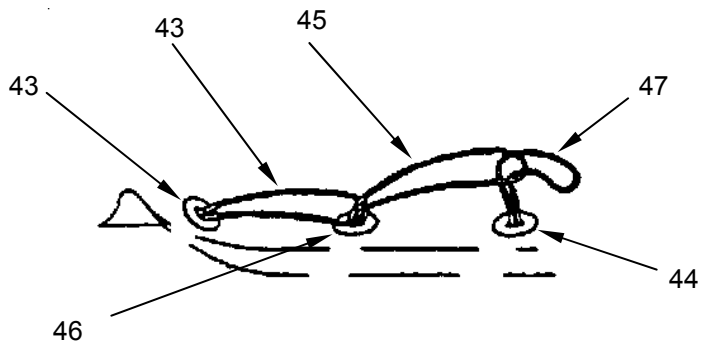

Figure 23. Begin Becket Lacing.
2. Identify first becket lace **(Figure 23, Item 43)** and becket grommet **(Figure 23, Item 44)** near the ridge.
3. Insert the first becket lace **(Figure 23, Item 43)** through first becket grommet **(Figure 23, Item 44)** and second becket lace **(Figure 23, Item 45)** through second becket grommet **(Figure 23, Item 46)**.
4. Insert second becket lace **(Figure 23, Item 45)** through the loop of first becket lace **(Figure 23, Item 43)**.
5. Pull second becket lace **(Figure 23, Item 45)** tight away from ridge.
6. Insert third becket lace **(Figure 23, Item 47)** through grommet **(Figure 23, Item 44)** and through loop of second becket lace **(Figure 23, Item 45)**.
7. Pull third becket lace **(Figure 23, Item 47)** tight away from the ridge.